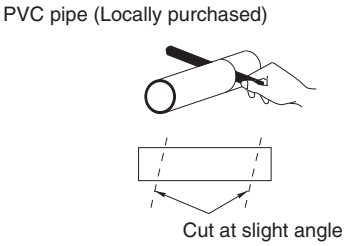

Fig. 3-8
(5) Measure the thickness of the wall from the inside edge to the outside edge and cut PVC pipe at a slight angle 6 mm shorter than the thickness of the wall. (Fig. 3-8)